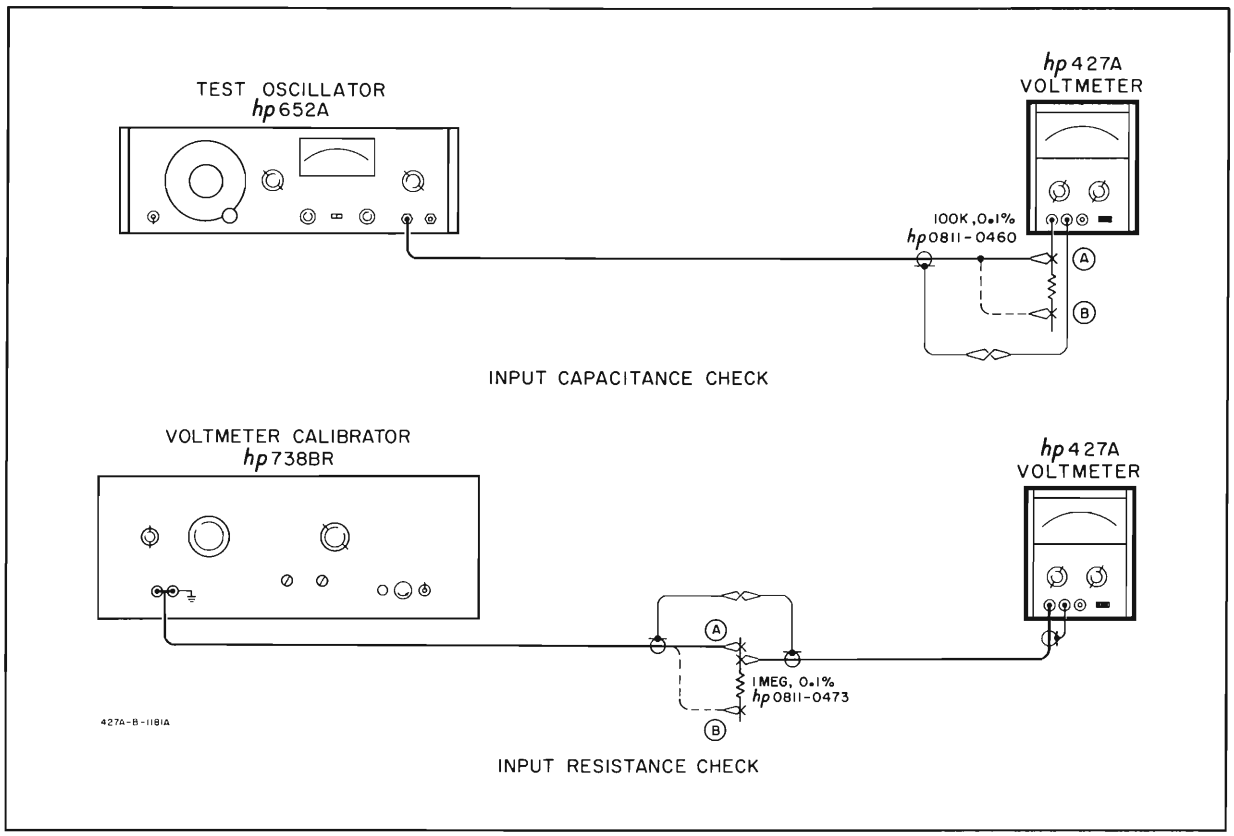

Figure 5-5. Input Impedance Check
5-22. Figure 5-5 shows the setup for the input resistance check. A 1 MΩ resistor is connected in series with the input, and the voltage drop across the input resistance will be:
a. Connect the Model 427A and the voltmeter calibrator to position A illustrated in Figure 5-5. Set the Model 427A FUNCTION to +DCV and RANGE to 1 V.
c. Connect the voltmeter calibrator to position B shown in Figure 5-5.
a. Connect oscillator and Model 427A to position A of the input capacitance check (Figure 5-5), and set the Model 427A FUNCTION to ACV and RANGE to 1 V.